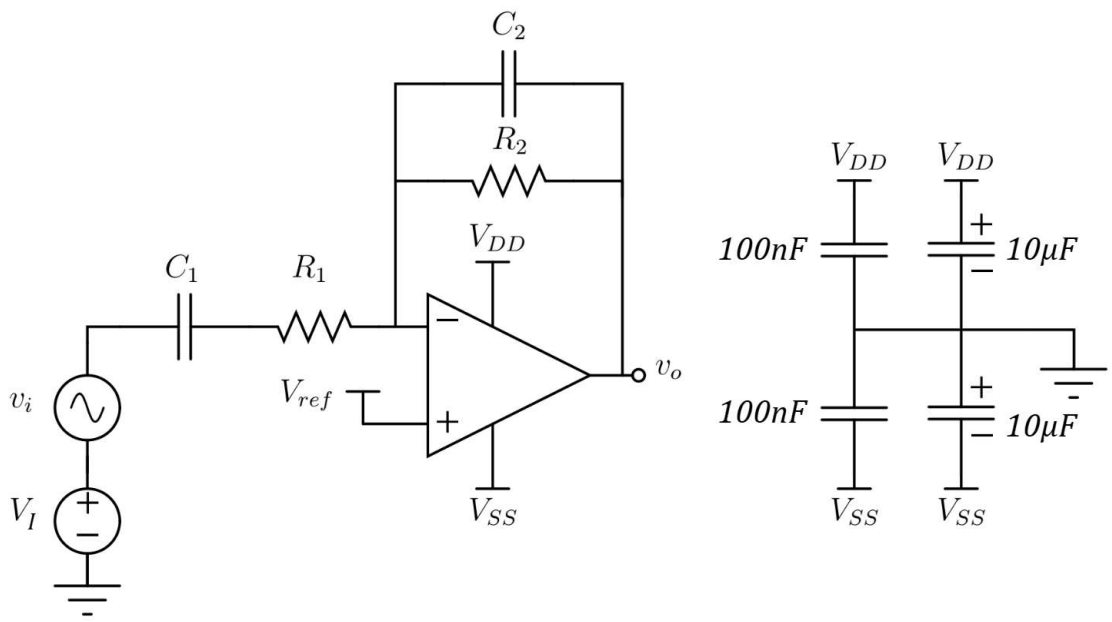

Figura 1: Amplificador acondicionador inversor
En el mundo de la electrónica, el dispositivo activo que por excelencia permite amplificar es el transistor. Una serie de transistores (y otros semiconductores) ordenados y conectados de cierta forma constituye un amplificador operacional. La figura 1 muestra una topología de amplificador inversor. Recuerde incluir los capacitores de filtrado de las alimentaciones en el protoboard, ya que éstos son necesarios en todo circuito bien diseñado para prevenir oscilaciones y distorsiones en la señal que sale del OpAmp.
1. El circuito de la figura 1 permite fijar el nivel DC a la salida y la ganancia. Encuentre una expresión para v_o en función de v_i y V_{ref}.
1. Implemente su diseño basado en la figura 1 con los valores previamente calculados. Elija el valor de V_{DD} y V_{SS} que considere adecuados. Qué consideraciones hay que tomar en relación a estos valores, considerando el uso de un opamp?